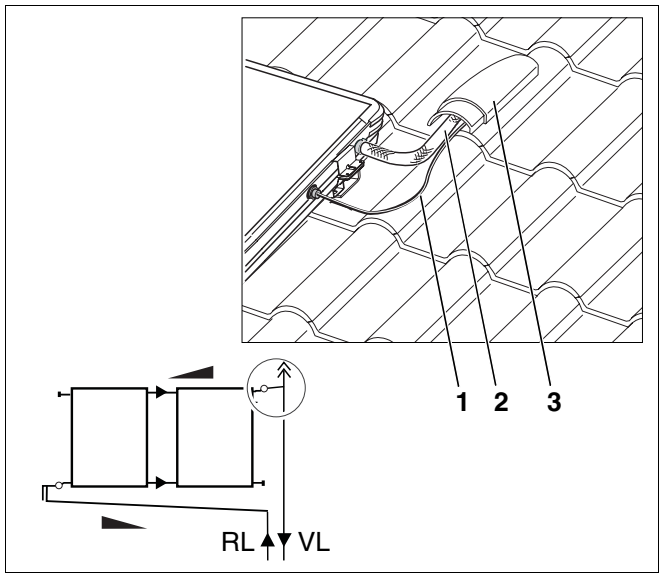

Afb. 42 Vertrek en voelerkabel plaatsen
- Voer bij een dak met pannen de vertrekleiding en de voelerkabel (afb. 42, **pos. 1 en 2**) door bv. een verluchtingspan (afb. 42, **pos. 3**) of een antennedoorgang naar de zolderruimte.